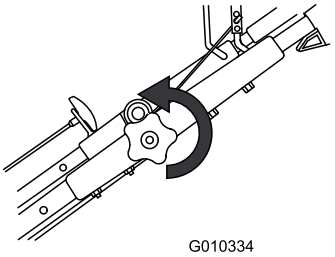

Figur 15
1. Lossa det övre handtagsvredet (Figur 15).